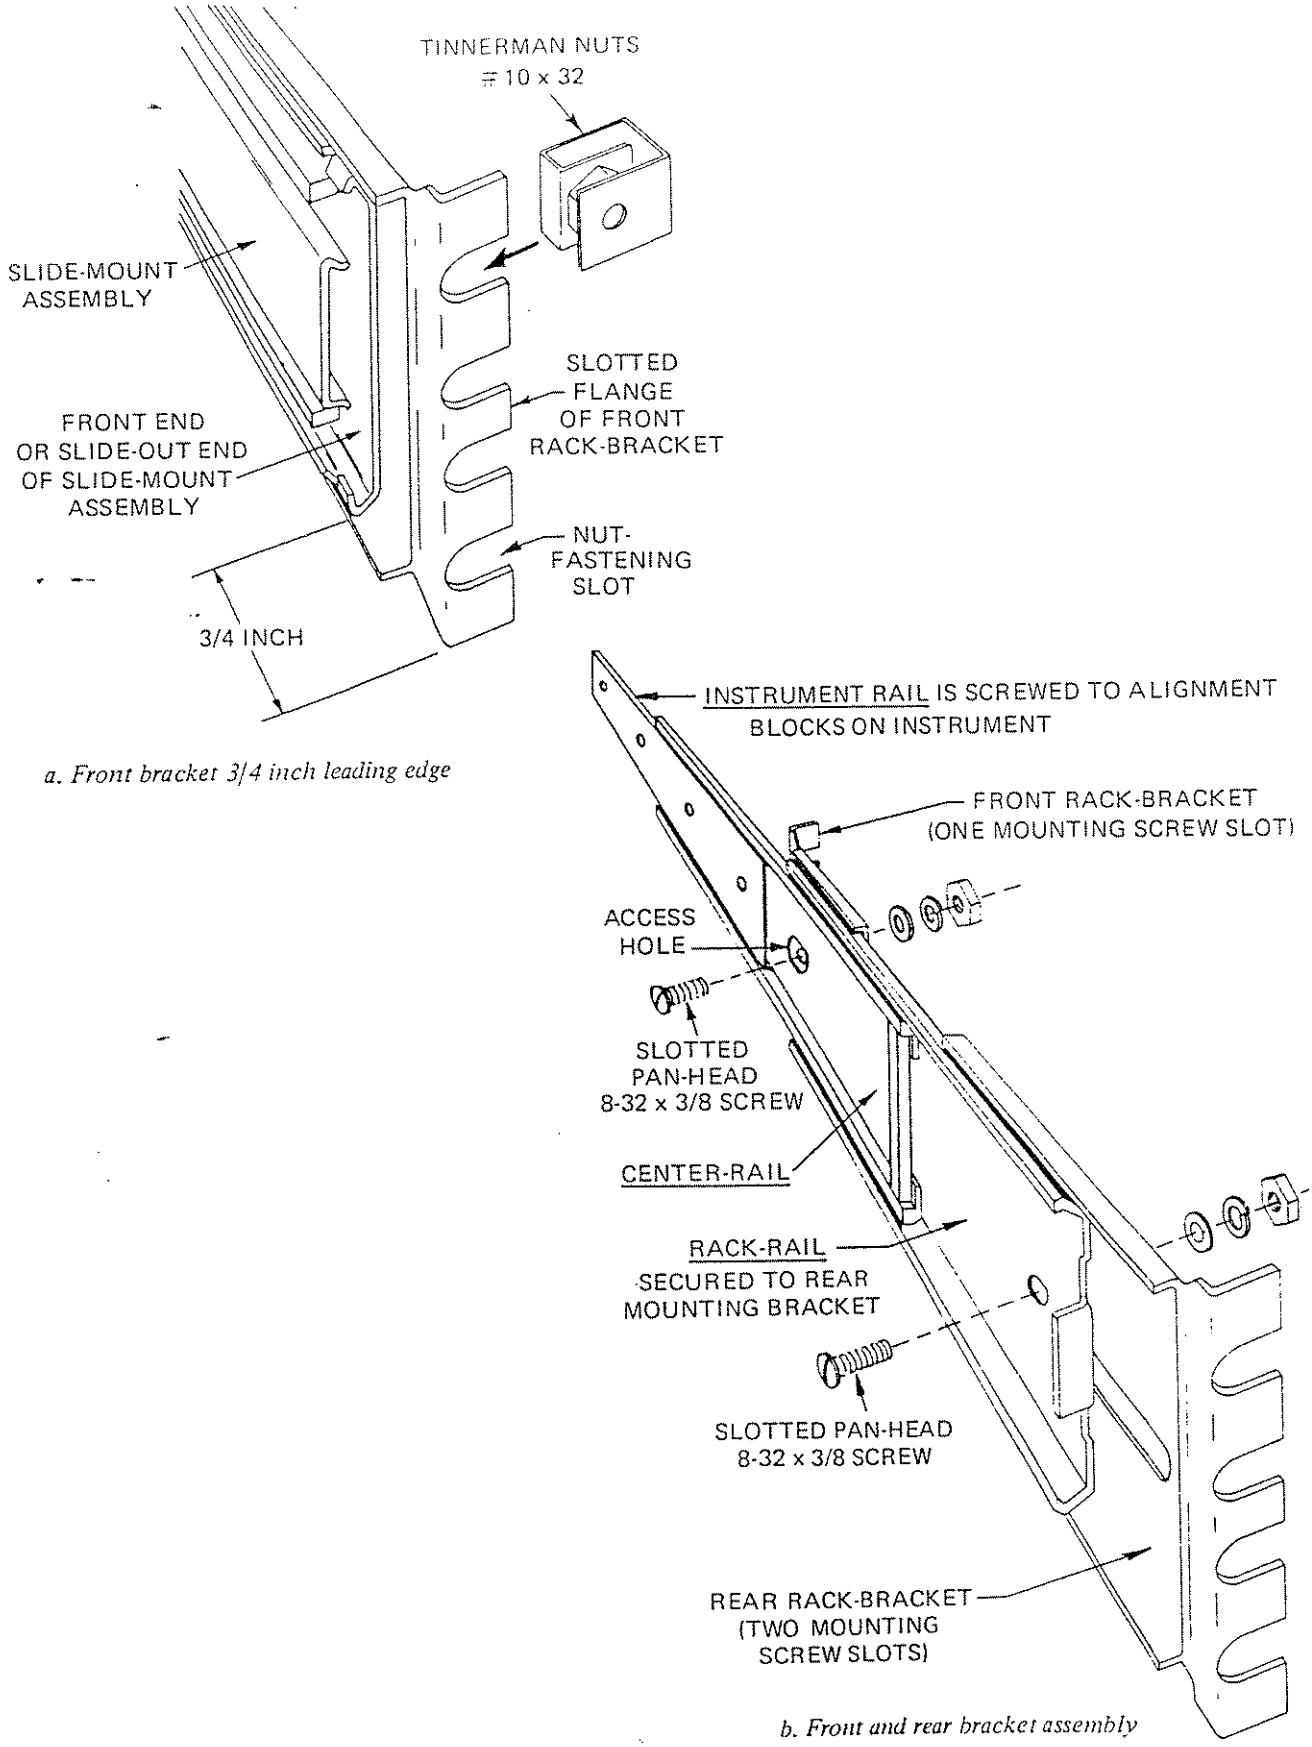

Figure 2.4A/B–Slide–Mount and Bracket Assembly
2.5.3.5 Refer to Figure 2.4A/B. Prepare the triple-rail slide-mount assembly for equipme rack installation. First, note that the instrument-rail and rack-rail holes are accessible eitl directly or through the enlarged holes in the center-rail (as the assembly is extended retracted). Complete the following procedure: